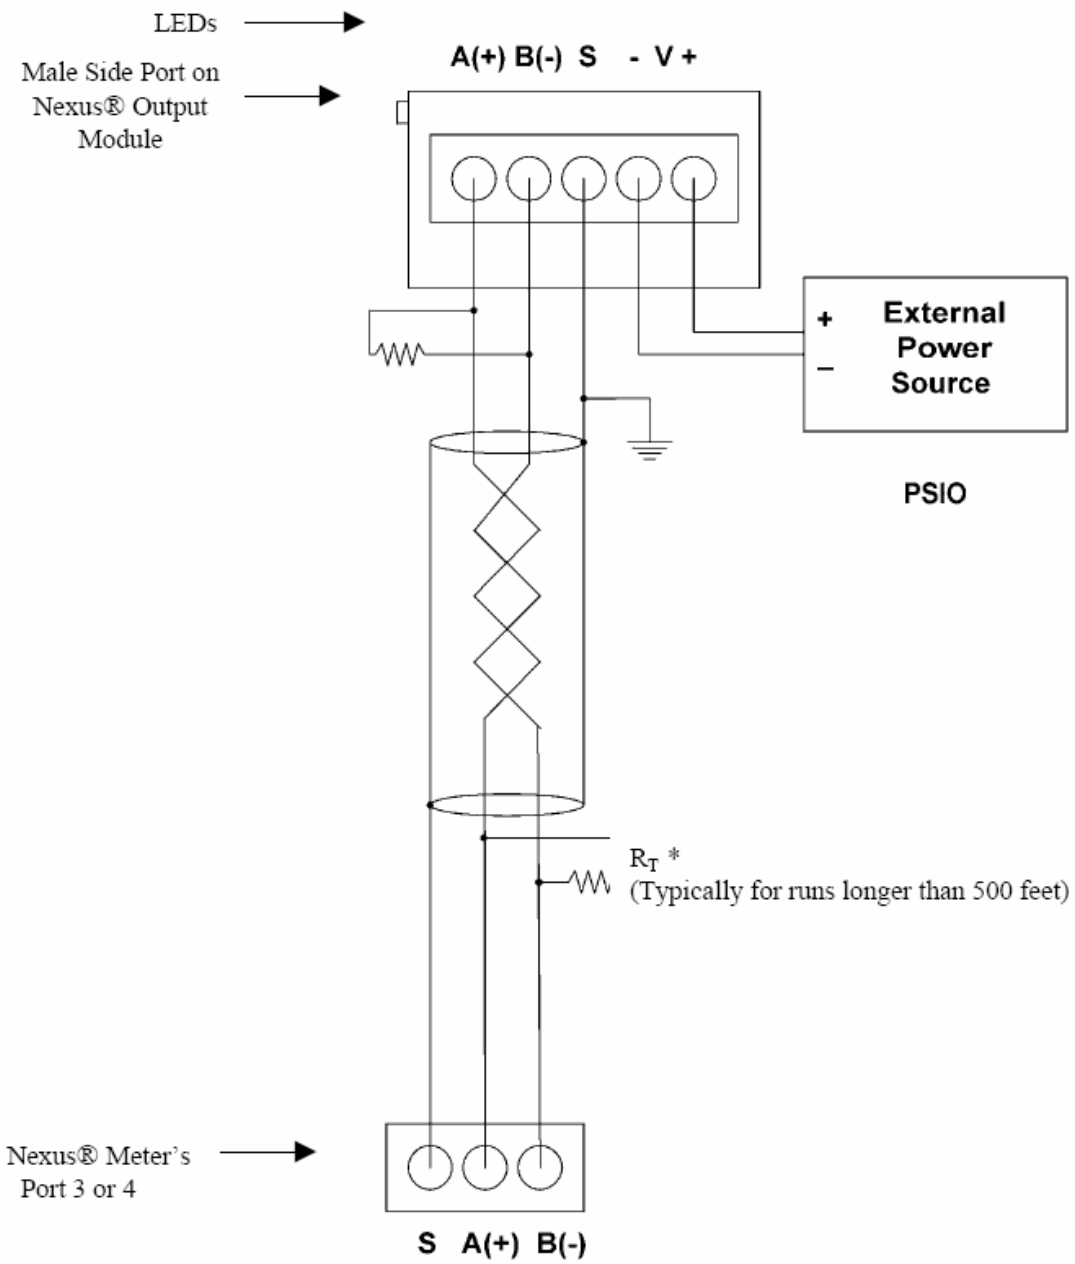

图 9.2：Nexus®仪表和输出模块的连接
- 针式 RS485 侧口：用于连接仪表的口 4 或另一模块的孔式 RS485 侧口，接线图见图 9.2。
- 输出模块必须接到 Nexus®1250/1252 仪表的口 3 或口 4。仪表附带提供了 1.8 米长的 RS485 电缆，将电缆的一头插到仪表的口 3 或口 4，另一头插到输出模块的针式 RS485 侧口。见图 9.2。
- Nexus®1250/1252 仪表自身可以给 2 个模拟量输出模块供电，电源及通讯详见图 9.2。如果使用了附加电源模块 PSIO，参见第 5.12 和 5.13 节中的步骤以判断是否需要一个单独的电源。